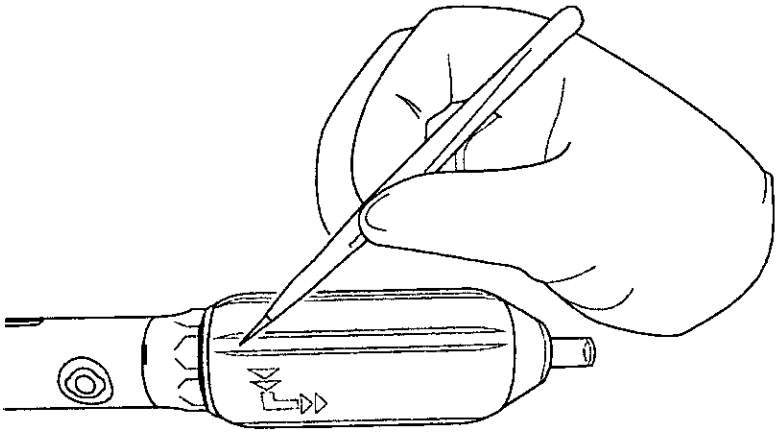

Figura 16. Corte de la empuñadura posterior
2. Corte la empuñadura posterior azul por una de las ranuras y retírela del extremo posterior (Figura 16).